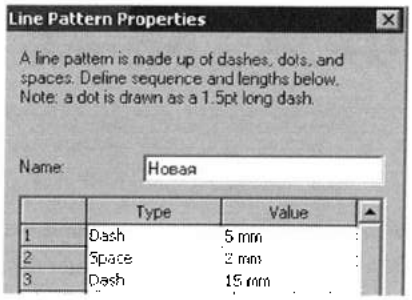

Рис. 3.17. *Создание нового образца линии*
2. Кнопкой **New** открыть бокс **Line Pattern Properties** (Свойства образца линии) (рис. 3.17), где в поле **Name** ввести имя нового образца, а в в графе **Type** задать повторяющуюся часть линии, состоящую из пар «отрезок-промежуток»: